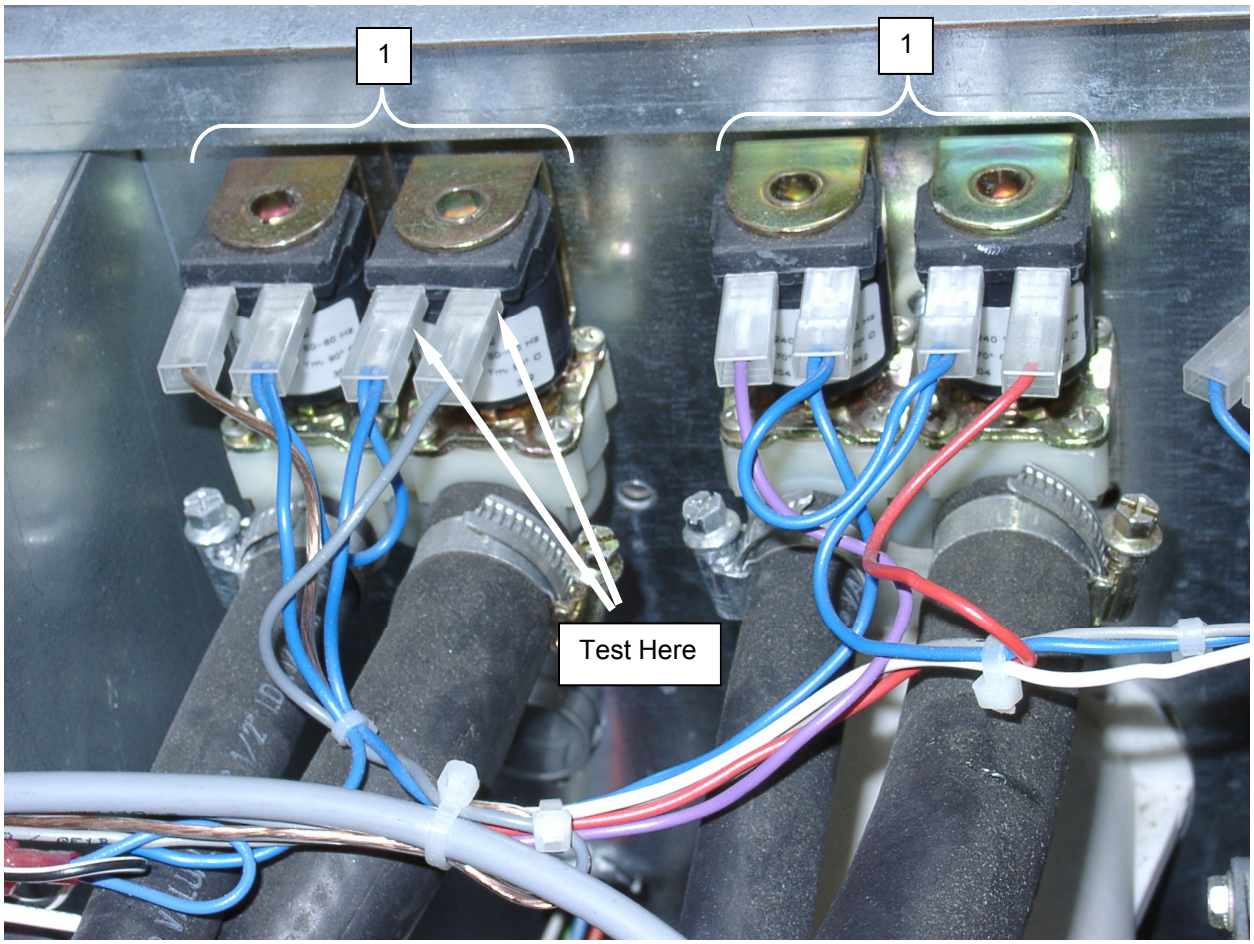

Figure 1. Test the Washer Water Inlet Valve (2-Way Valve).
2. Tag and disconnect wiring from valve **(Figure 1, Item 1)**.
4. Replace a valve **(Figure 1, Item 1)** with an open solenoid.